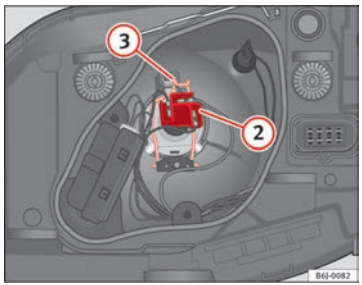

Fig. 156 Dipped beam/main beam, single headlight
– Remove the connector ⇒ fig. 156 (2) from the bulb.
– Unclip the retainer spring ⇒ fig. 156 (3) pressing inwards to the right.